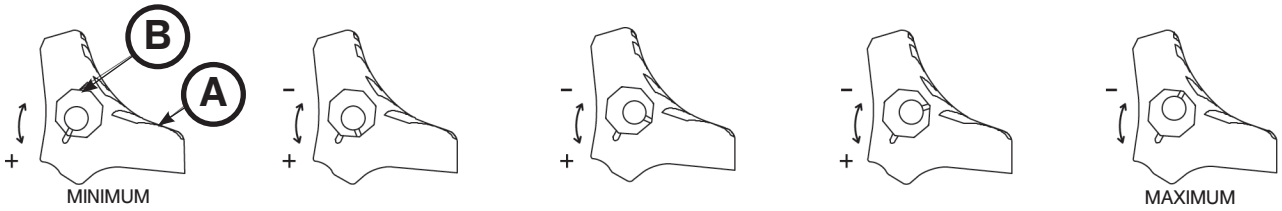

Figure 70
1. À l’aide de la clé hexagonale de 5/32 et la de clé mixte ou douille à six pans creux de 7/16, retirer la vis à six pans creux du centre de la pédale de blocage. Le blocage de roue est assemblé en usine avec la pédale réglée à la force de blocage minimum. Le repère de la pédale (A) est aligné sur le repère du manchon octogonal (B) (Figure 70).
2. Retirer le manchon (B). Tourner le manchon dans le sens antihoraire pour augmenter la force de blocage de la pédale ou dans le sens horaire pour la diminuer. Insérer le manchon dans la pédale (Figure 70).
1. À l’aide d’un tournevis Torx T30, retirer les deux vis d’assemblage à six pans creux (A) qui maintiennent les supports (B) sur le châssis (C) (Figure 70). Conserver les deux vis pour les réinstaller.